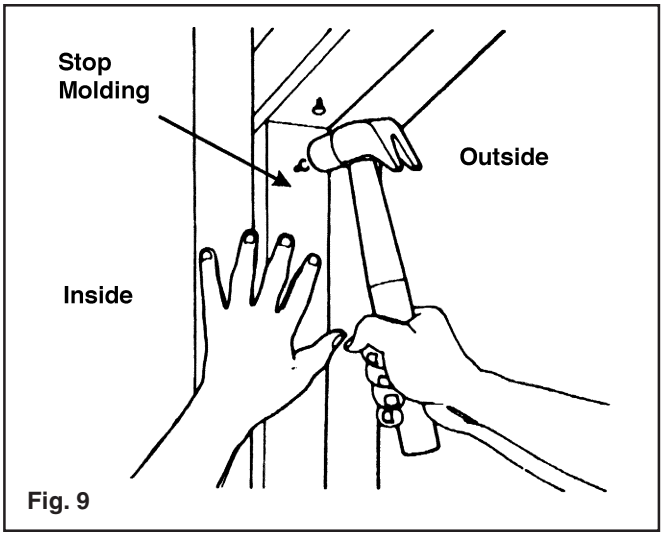

Fig. 9
**Step 2:** Door stop molding should be temporarily nailed to the edges of the jambs flush with the inside. (FIG. 9)